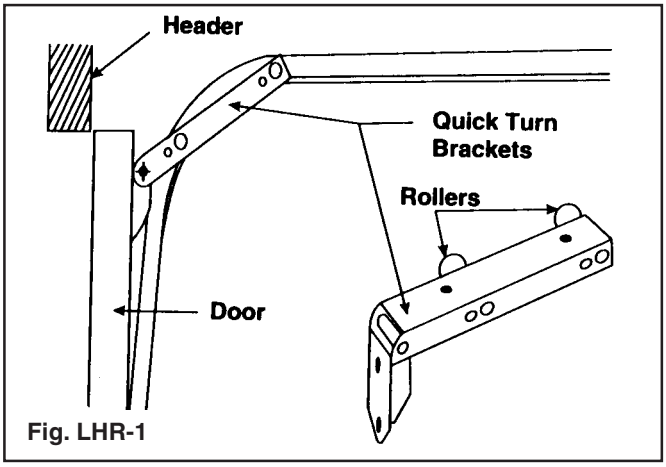

Fig. LHR-1
1. Place two rollers in the tubes as shown (FIG. LHR-1). On some doors it will be necessary to try various roller positions to achieve the proper hinge location on the door.